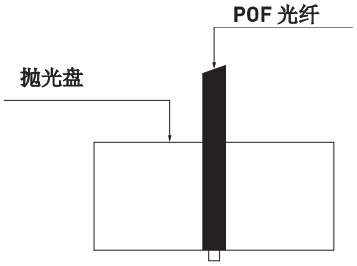

Fig. 1 -POF纤维导向抛光盘
- 压接前，将POF光纤插入抛光盘(CLDL DD) 如Fig. 1所示。